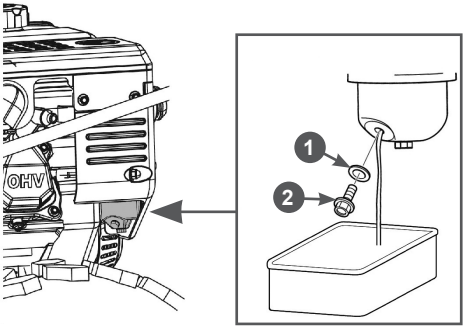

Рис. 39 Слив топлива с карбюратора
2. Установите под карбюратор подходящую емкость (Рис. 39).
3. Открутите болт 2 сливного отверстия и слейте топливо из поплавковой камеры карбюратора (Рис. 39).